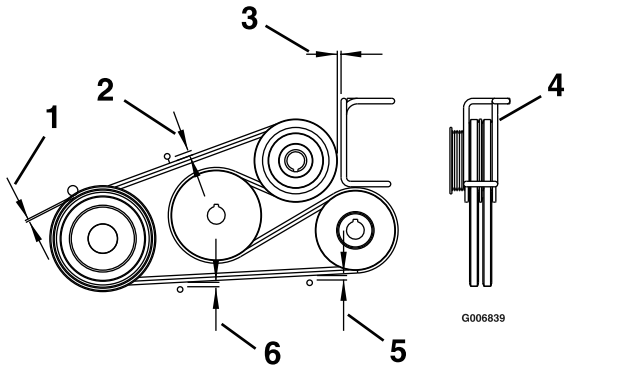

Figure 29
3. Adjust belt guides as shown in Figure 29.